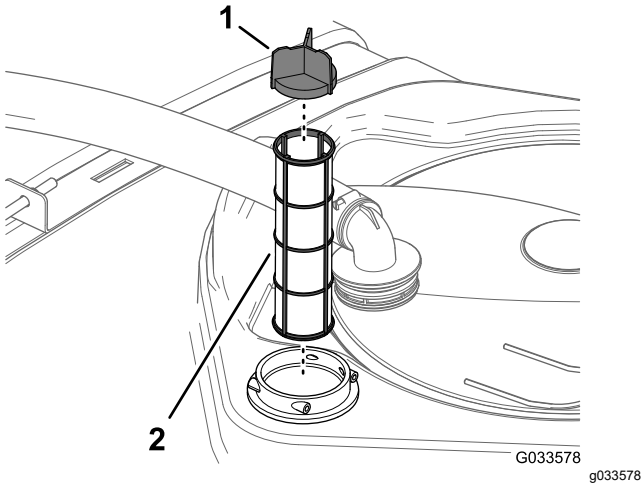

Figura 55
4. Retire el filtro de aspiración del alojamiento del filtro del depósito (Figura 55).